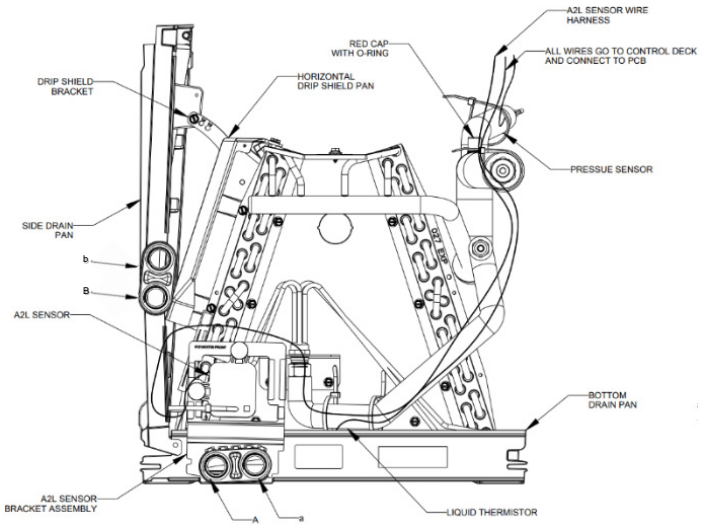

Figure 4
Drain port labeled (B) in Figure 4 is the primary drain for this application and condensate drain line must be attached to this drain port. Drain port (b) is for the secondary drain line (if used).
2. Take off the drain port gaskets from Figure 4, drain port labeled (A) and (B) on main drain pan and side drain pan
3. Take off the A2L sensor bracket assembly as shown in Figure 4